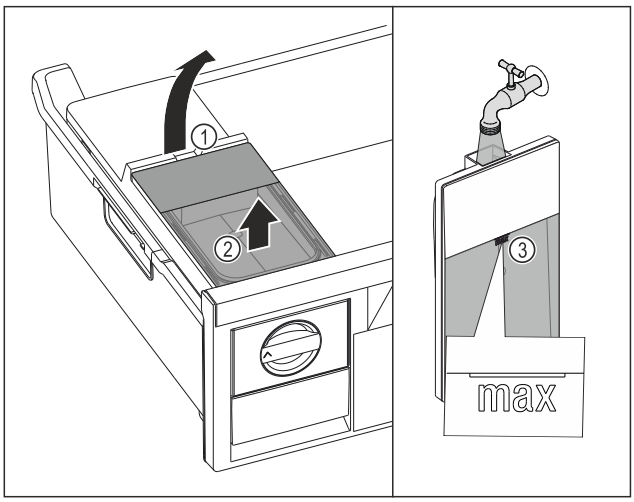

Fig. 125
▶ Watertank aan de uitsparing *Fig. 125 (1)* optillen.
▶ Watertank naar boven toe verwijderen. *Fig. 125 (2)*
▶ Watertank tot de markering *Fig. 125 (3)* vullen met drinkwater.